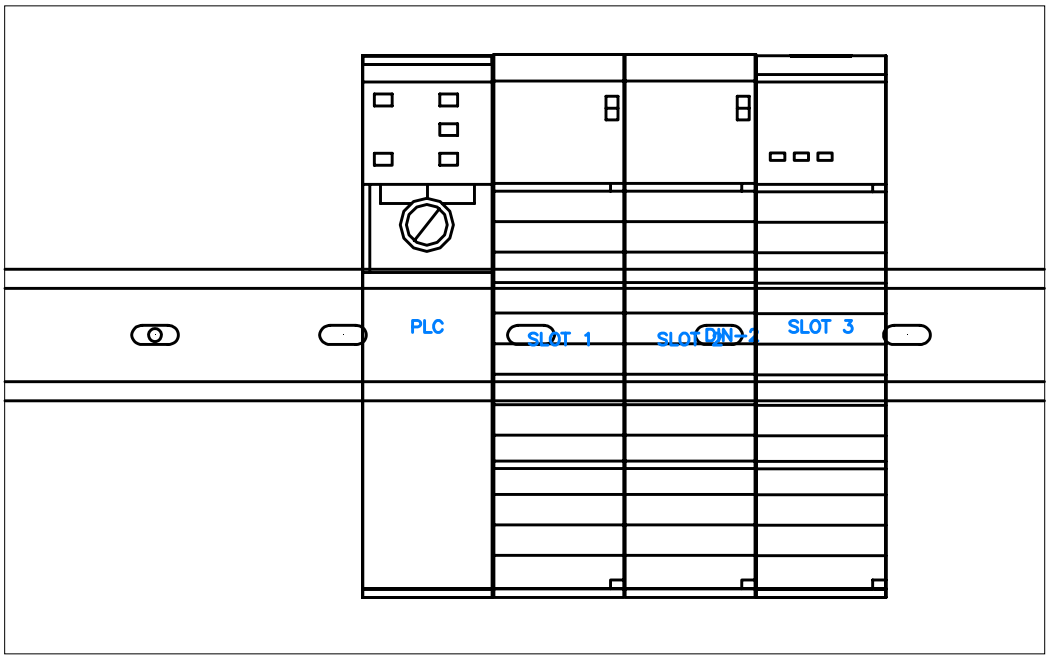

Figure P2-11 *The SLOT 3 inserted in the drawing*
37. Choose the **OK** button; the SLOT 3 is inserted in the drawing, as shown in Figure P2-11.